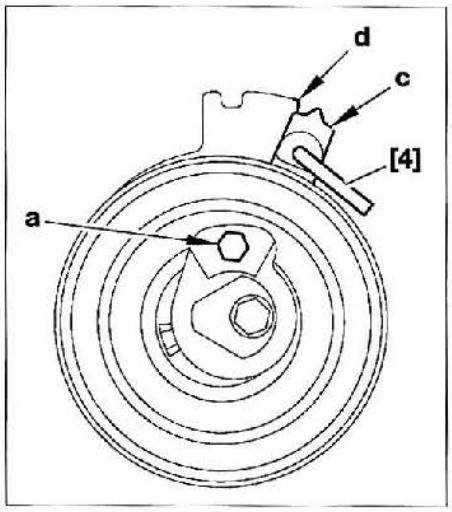

FIG. 15
- Girar el rodillo tensor con una llave hexagonal en "a" para llevar el índice "c" a la posición "d" **(fig. 15)**.